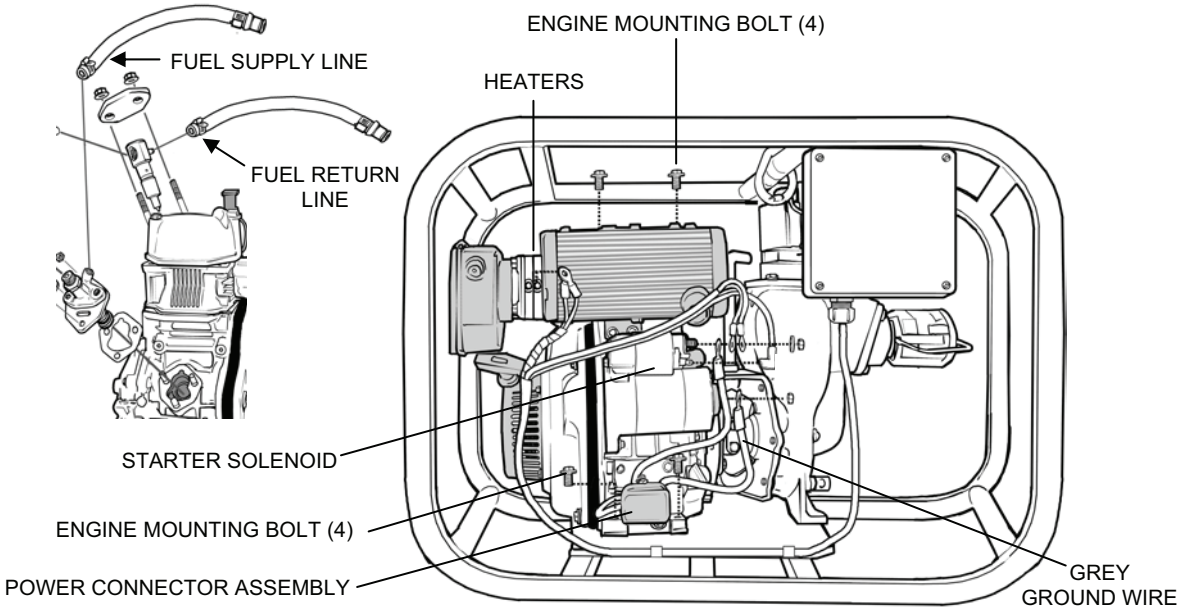

Figure 4. Removal of Diesel Engine from Skid.
k. Tag and disconnect the blue, red, and red-banded gray wires from the two terminals on the engine starter solenoid (see Figure 4).
b. Install the power connector assembly onto the side of the engine using the two bolts, two flat washers, and two lock washers (see Figure 4).
c. Install the fuel supply and return lines (see Figure 4).
a. Apply sealing compound to the threads of the remaining four threaded studs extending from the pump housing through the adapter (WP 0038, Table 1, item 40). Install the nuts onto the studs.
b. Remove the two nuts initially installed onto opposing studs. Apply sealing compound to the stud threads and reinstall the nuts (WP 0038, Table 1, item 40).
7. Install the engine/pump assembly on the pump skid as follows (see Figure 4):